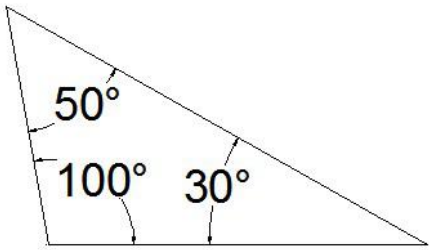

Fig. 4.4. Triunghi oarecare cu unghiurile cunoscute
***Exerciţiul 3**: Desenaţi în AutoCAD un triunghi oarecare cu unghiurile dintre laturi de 100˚, 50˚ şi 30˚, precum în Fig. 4.4.*